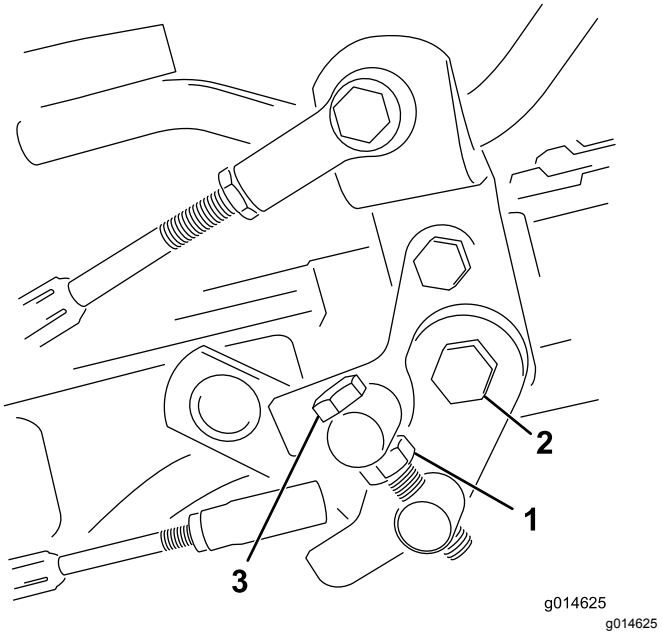

Figur 41
1. Løsn kontramøtrikken på trækbøjlen (Figur 41).
4. Tilspænd kontramøtrikken på tappens maskinskrue og møtrikken på pedalens drejetap for at låse justeringen (Figur 41). Kontroller justeringen, og juster som påkrævet.